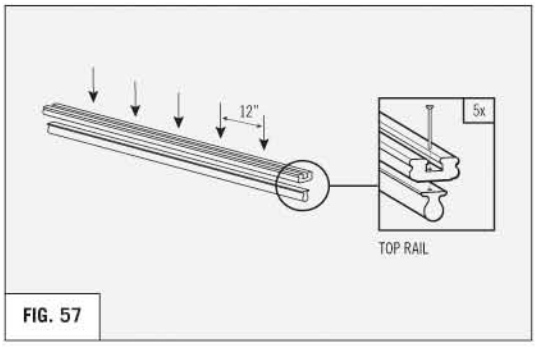

FIG. 57
- Before assembling your stair rail, attach the graspable handrail to the top handrail first with 1-5/8" or 2" screws. Pre-drill pilot holes in both the handrail and graspable handrail. **(REFER TO FIG. 57)**